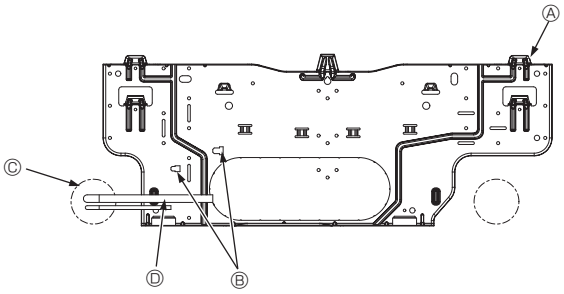

Fig. 3-6
3.3. When embedding pipes into the wall (Fig. 3-6)